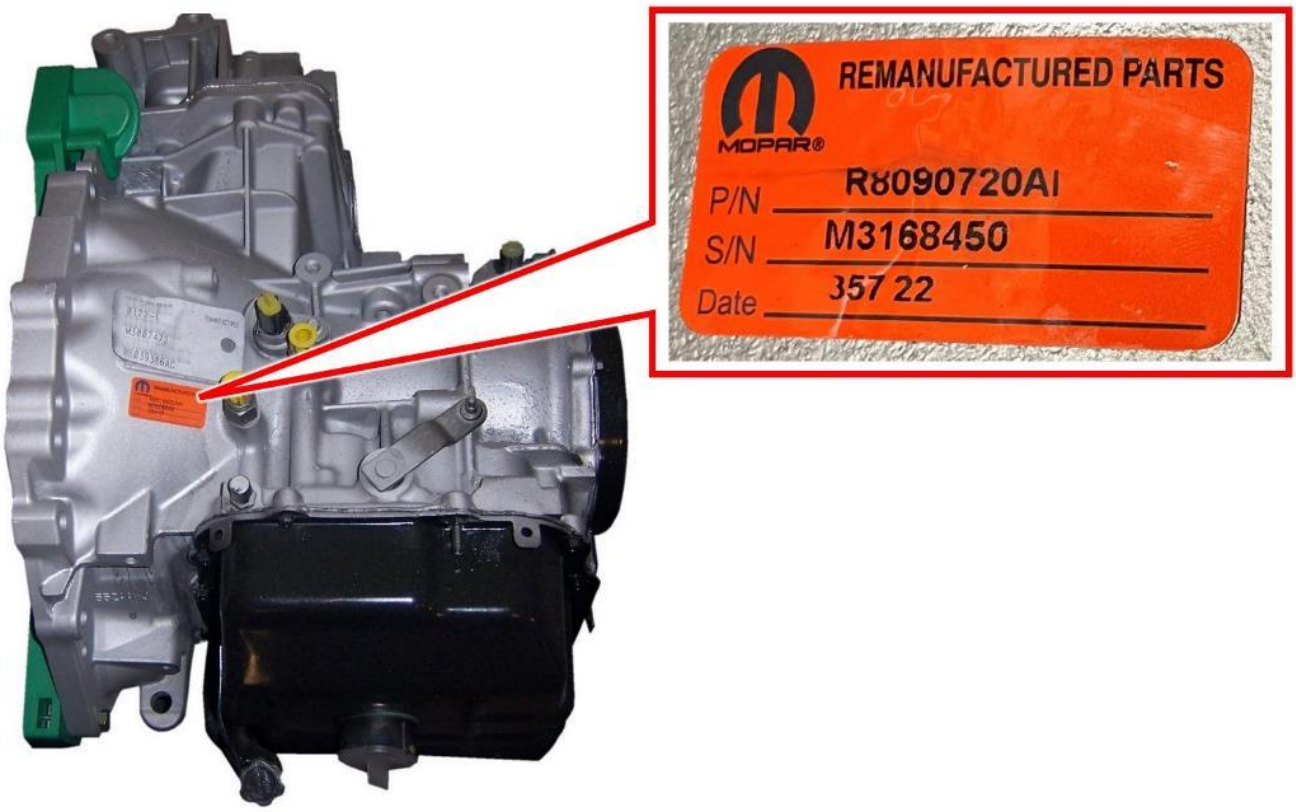

Figure 2 – Remanufactured Transmission – Inspect Serial Number
1. Inspect the transmission for a sticker indicating that it has been remanufactured (Figure 2).
2. If a remanufactured sticker was located on the transmission, read the sticker Serial Number (Figure 2).